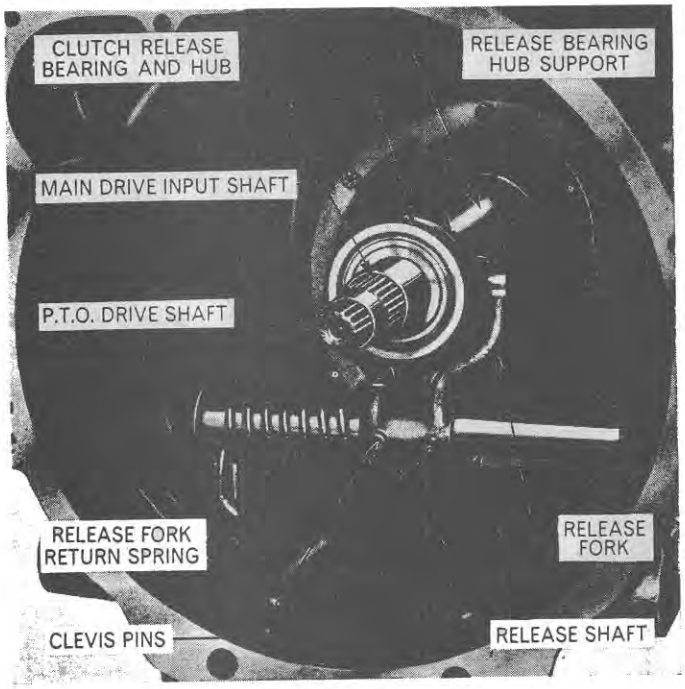

Figure 58
2. Lever the release shaft return spring off the stop inside the transmission case, remove the cotter pins from the two clevis pins securing the clutch release fork to the release shaft. Withdraw the shaft from the case, removing the clutch release fork and return spring, Figure 58.
7. Locate the release fork fingers in the slots in the release hub and pass the release shaft through the left hand side of the casing, through the fork and return spring, and into the bushing at the right-hand side. Install the two clevis pins and cotters securing the release fork to the shaft. Place one end of the return spring on the web of the release fork and lever the other end up and onto the lug cast immediately underneath the right-hand release shaft bushing, Figure 58.